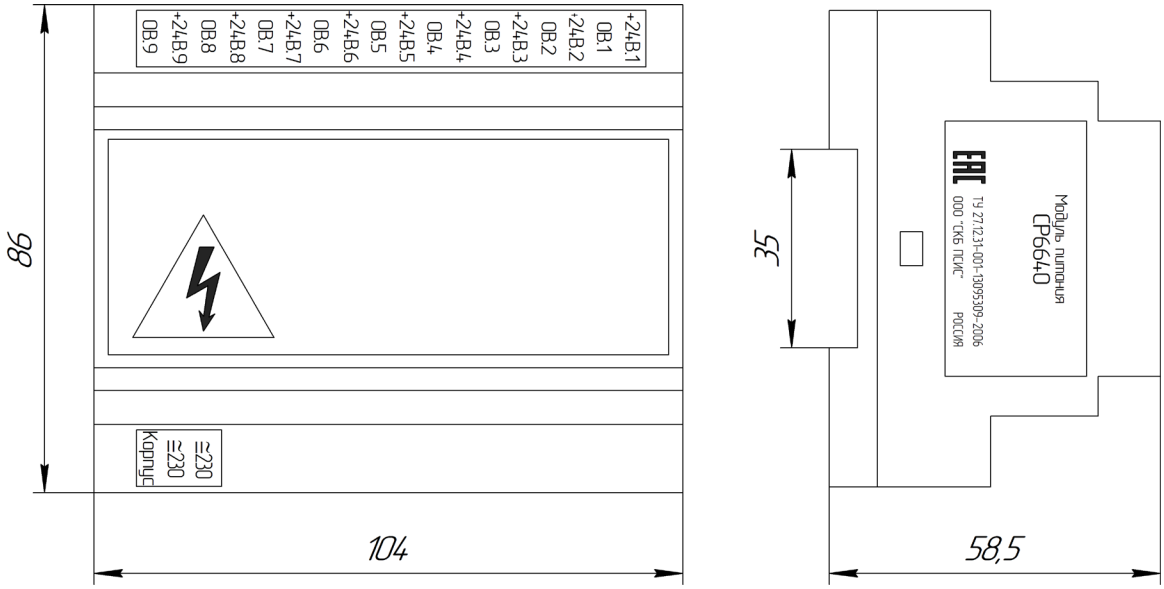

Рисунок 2
3.1 Модуль СР6640 комплектуется пластмассовым корпусом Raitec B-105 с прозрачной крышкой, обеспечивающим защиту (IP20) обслуживающего персонала и крепление на DIN-рейках шириной 35 мм (рисунок 2).